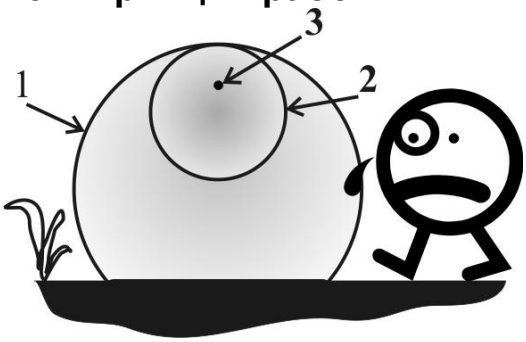

Рис. 6.1
6.1.2 Вдоль ЧЭ формируется ЗО, регулируемая в сечении от 2 м «1» (рис. 6.1) до 0,3 м «2», на рис. 6.1 для ориентировки показан ВП «3». Алгоритм обработки сигналов на основе